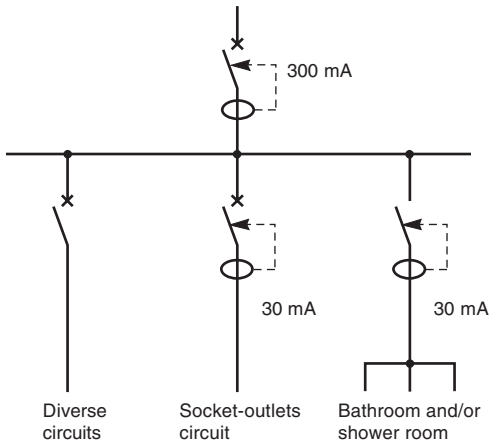

***Fig. P5** : Installation with incoming-supply circuit-breaker having instantaneous differential protection*
- Protection against indirect contact hazards by RCDs (see **Fig. P5**) of medium sensitivity (300 mA) at the origin of the installation (incorporated in the incoming supply circuit-breaker or, on the incoming feed to the distribution board). This measure is associated with a consumer installed earth electrode to which must be connected the protective earth conductor (PE) from the exposed conductive parts of all class I insulated appliances and equipment, as well as those from the earthing pins of all socket outlets